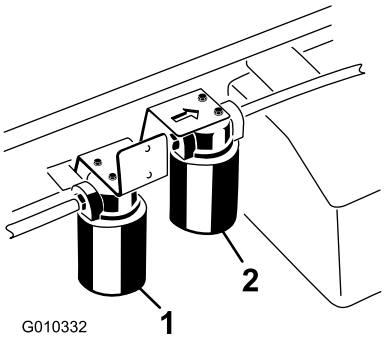

**図 72**
5. フィルタの下に廃油受けを置いてフィルタを外す図 72。
4. ハイフローフィルタを取り付けている周辺をウェスできれいにぬぐう図 72。